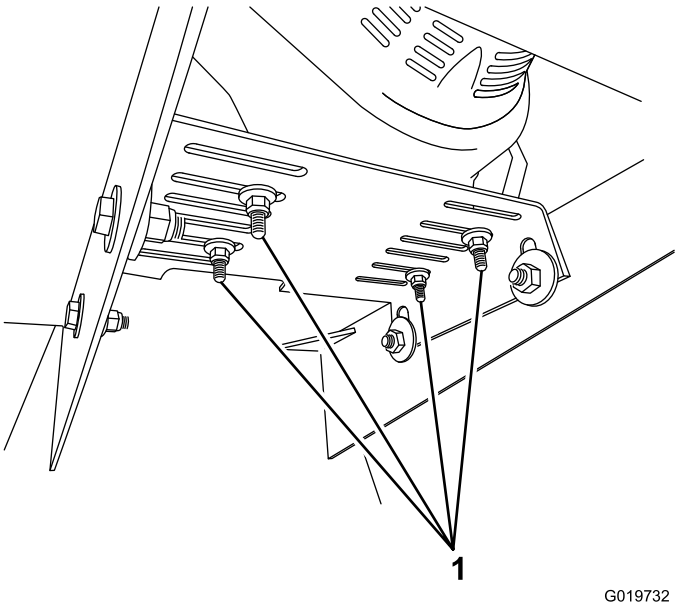

Figura 54
3. Afloje los 4 pernos y tuercas que sujetan el motor a la chapa de montaje del motor (Figura 54).
6. Apriete las cuatro tuercas y pernos de montaje a 24 N·m (18 pies-libra) (Figura 54).